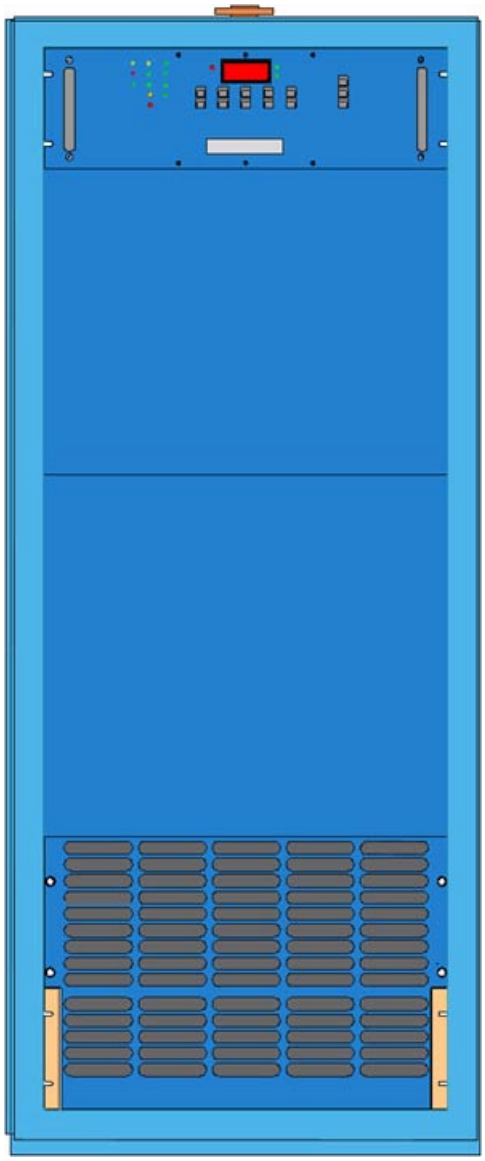
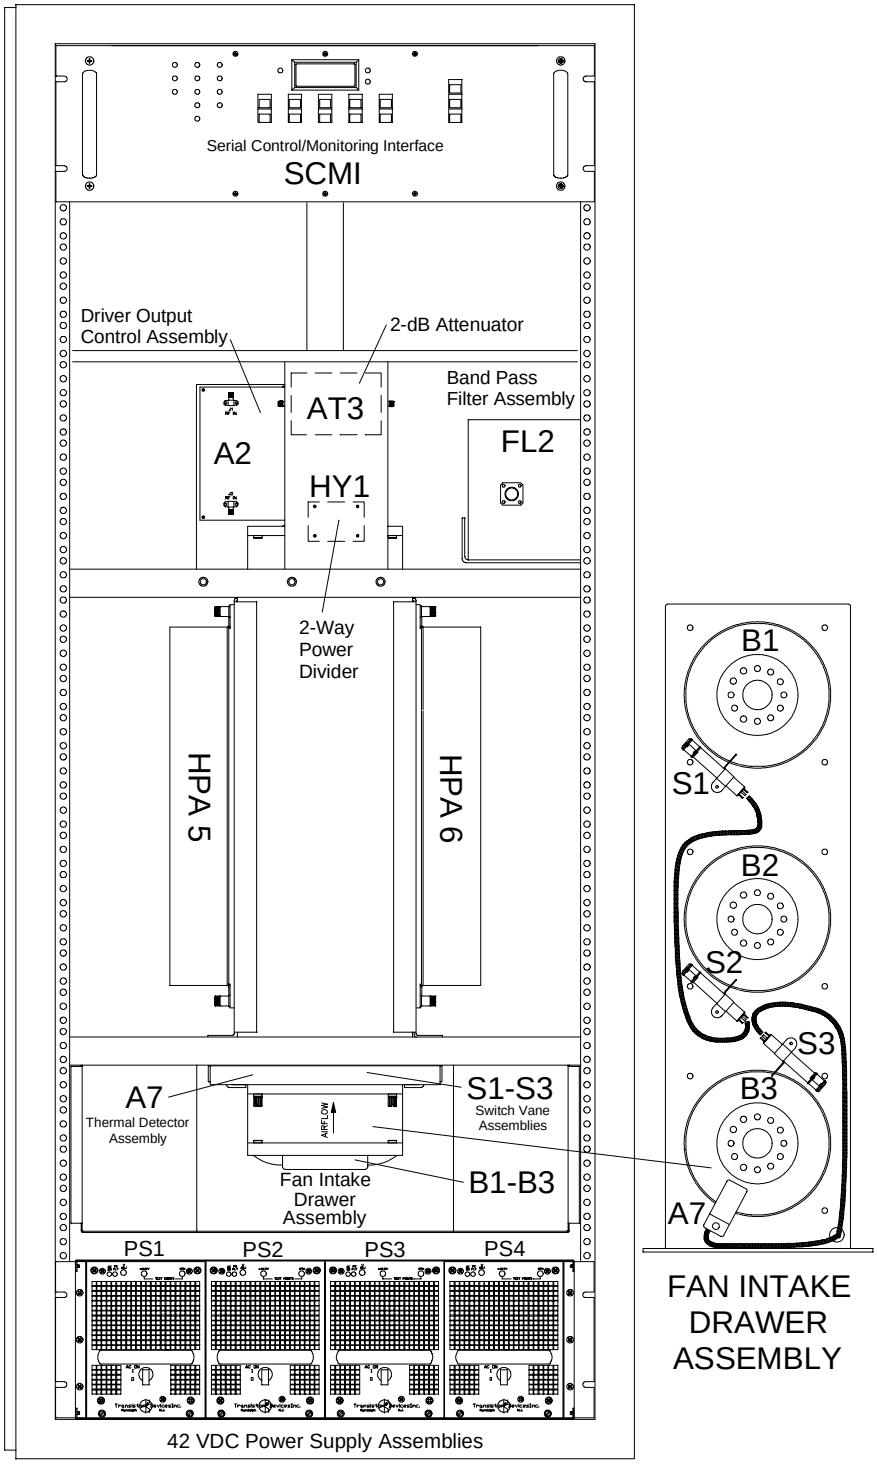
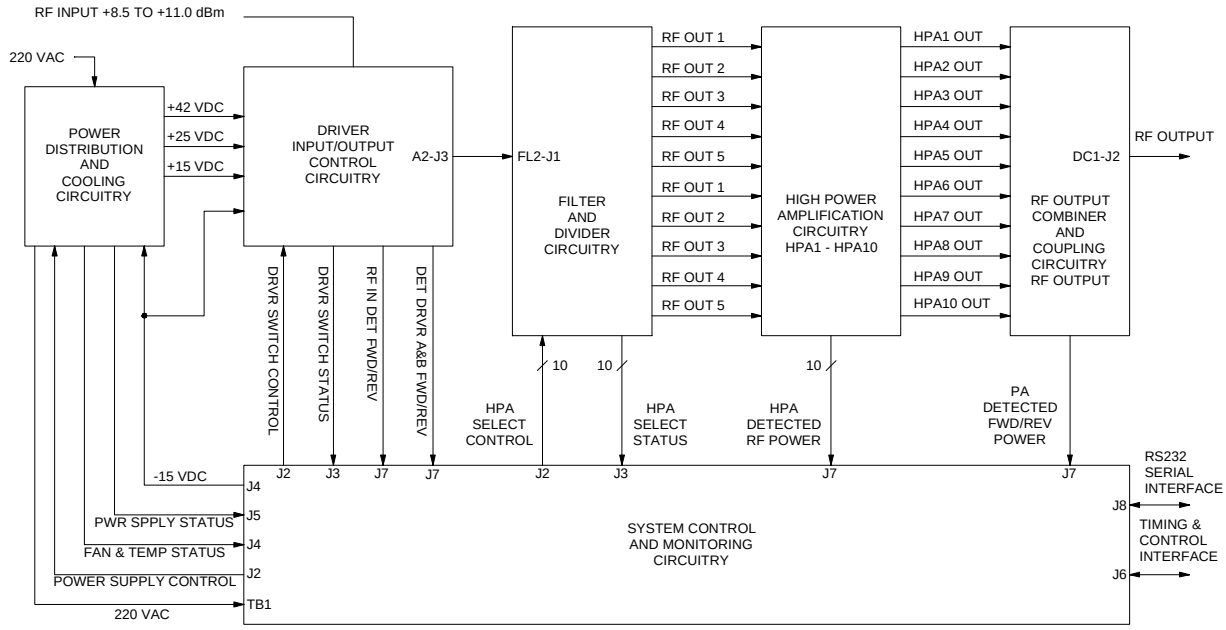

Figure 6-1 Power Amplifier Cabinet Front Panel
Figure 6-2 PA Cabinet Front View
Figure 6-7 Power Amplifier Assembly Functional Block Diagram
The 449 MHz Wind Profiler Power Amplifier, part no. WP-36001, consists of one single floor-standing 24” cabinet (see Figure 6-1). The cabinet houses ten high power amplifiers, two redundant driver amplifiers, the Serial Control and Monitoring Interface (SCMI) Assembly, control circuitry, and six integral system power supplies. Six integral fans provide forced-air cooling within the cabinet. Both side panels of the cabinet are removable, providing access to the electronic assemblies during maintenance activities. The location of the Power Amplifier (PA) Cabinet in the wind profiler Shelter Assembly is identified in Figures 2-2 and 2-5. Views of the cabinets internal components are presented in Figures 6-2 through 6-6. Figures 6-7 and 6-10 provide block/ wiring diagrams for the power amplifier assembly.